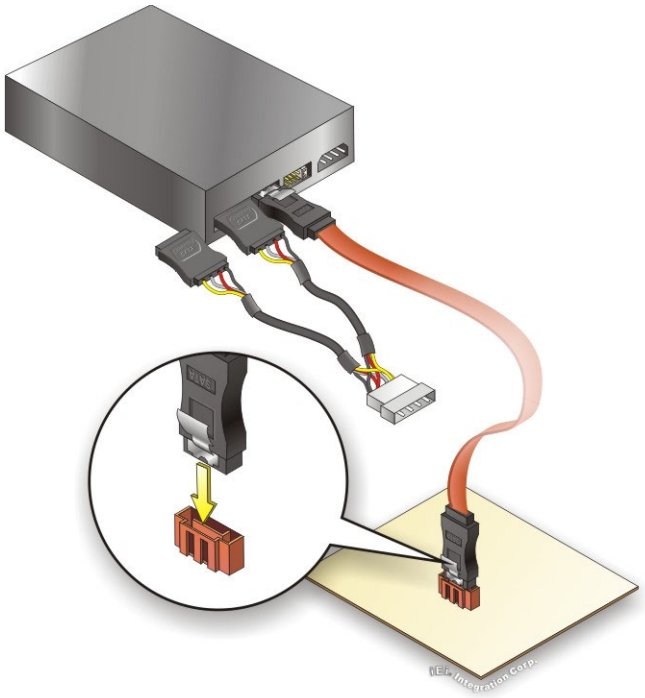

Figure 4-10: SATA Power Drive Connection
Step 3: **Connect the cable to the SATA disk**. Connect the connector on the other end of the cable to the connector at the back of the SATA drive. See **Figure 4-10**.
Step 4: **Connect the SATA power cable**. Connect the SATA power connector to the back of the SATA drive. See **Figure 4-10**.